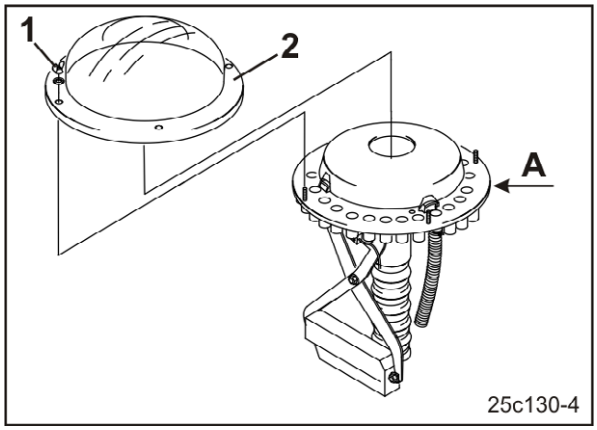

Fig. 214
3. Skru vingemøtrikkerne (Fig. 214/1) af, og træk den transparente plasthætte (Fig. 214/2) af fordelerhoveder.
5. Fjern urenheder mellem grundpladen og styrepladen (Fig. 214/A) med trykluft.
6. Montér plasthætten (Fig. 214/2).
7. Fastgør plasthætten med vingemøtrikker (Fig. 214/1).